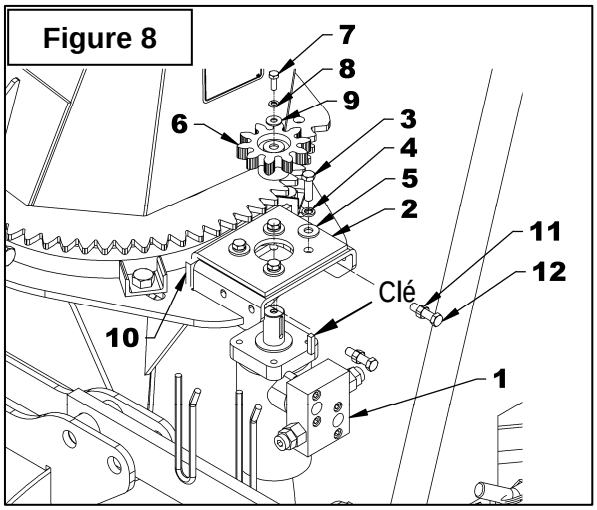

Figure 8
1. **Figure 8**: Installer le moteur (item 1) en plaçant la plaque d'ancrage (item 2) par-dessus tel qu'illustré. Fixer à l'aide de quatre boulons 3/8"NC x 1 1/4" (item 3), des rondelles de blocage et des rondelles plates (items 4-5). Serrer les boulons à la main.
2. **Figure 8**: Installer l'engrenage (item 6) avec la clé, le boulon 1/4" x 3/4" (item 4), la rondelle de blocage et la rondelle plate (items 8-9) . Serrer le boulon selon la ***Table de Spécification des Couples*** à la fin du manuel.
3. **Figure 8**: Insérer le fer plat d'ancrage (item 10) entre la plaque d'ancrage (item 2) et le support de moteur tel qu'illustré. Visser les écrous 3/8" (item 11) au maximum sur les deux boulons 3/8"NC x 1 1/2" (item 12). Installer ces deux boulons (item 12) en les vissant dans le fer plat d'ancrage (item 10).